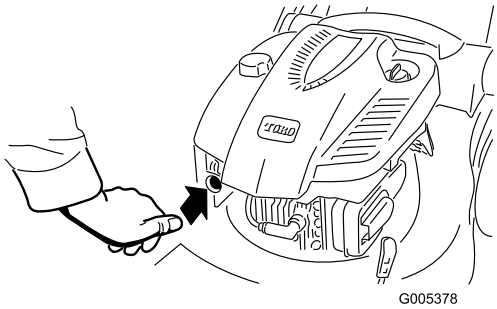

**Figur 12**
1. Tryk tipperen helt ind med tommelfingeren 3 gange, og hold den hver gang inde i et sekund, før du slipper den igen (Figur 12).